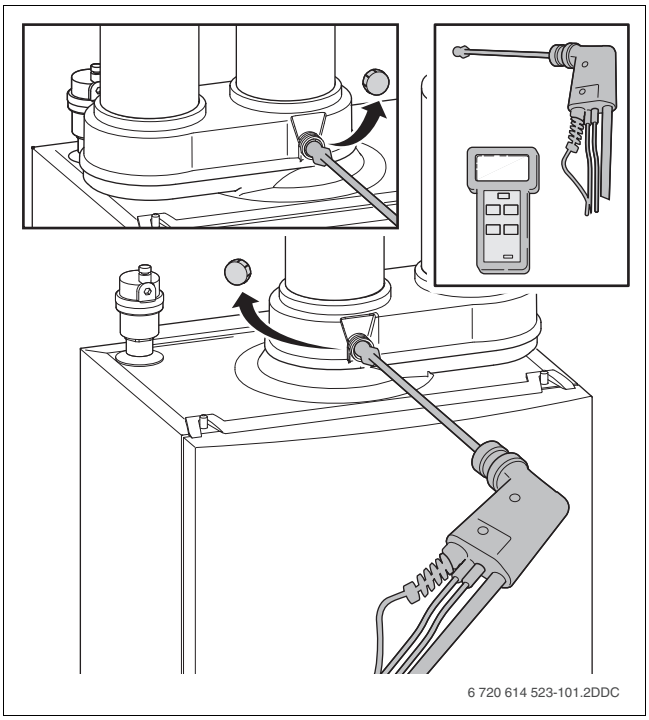

Afb. 46 Meten rookgaswaarden
- ▶ Verwijder het afdekdopje van het meetpunt voor rookgasanalyse op de rookgasafvoeradapter (→ afb. 46).
- ▶ Sluit het rookgasanalyseapparaat aan op het meetpunt voor rookgas-analyse (→ afb. 46).